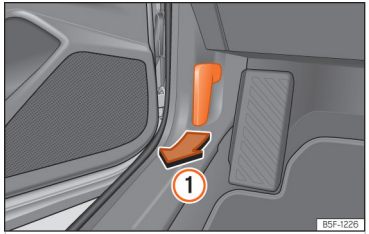

Abb. 226 Entriegelungshebel im Fahrerfußraum.
- Öffnen Sie die Tür und ziehen Sie an dem Hebel unterhalb der Instrumententafel ››› (Abb. 226) ①.